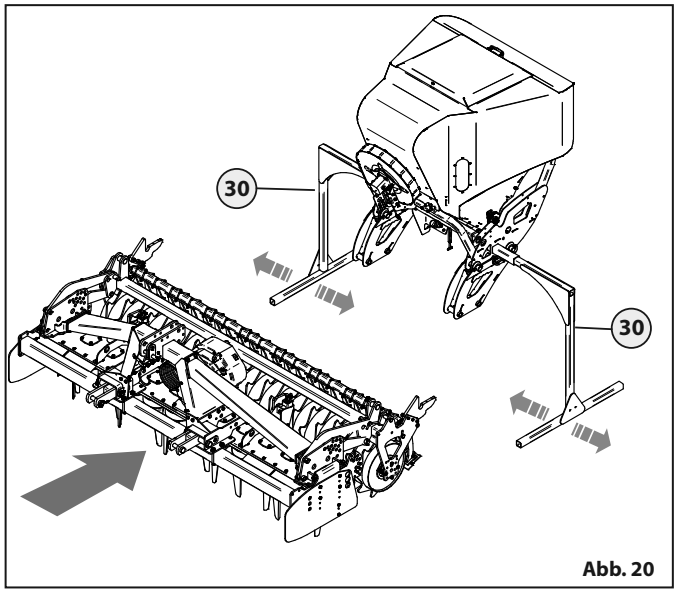

Abb. 20
- Prüfen, ob die Abstützungen **30** „Abb. 20“ genügend breit sind, um die Egge unter dem Tank anzubringen.
- Sobald die Egge mit dem Traktor verbunden ist, muss sie unter dem Tank positioniert werden „Abb. 20“.